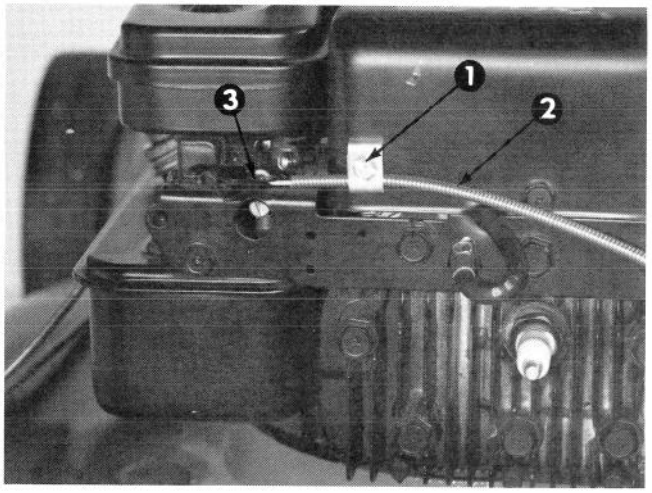

Afbeelding 28
2. Maak de kabelklemschroef los totdat de gaskabel heen en weer geschoven kan worden. (Afb. 28).
3. Breng de bedieningsarm van de carburateur naar rechts totdat het tegen de geaarde klamp komt (Afb. 28). Trek zachtjes aan de gaskabel om speling